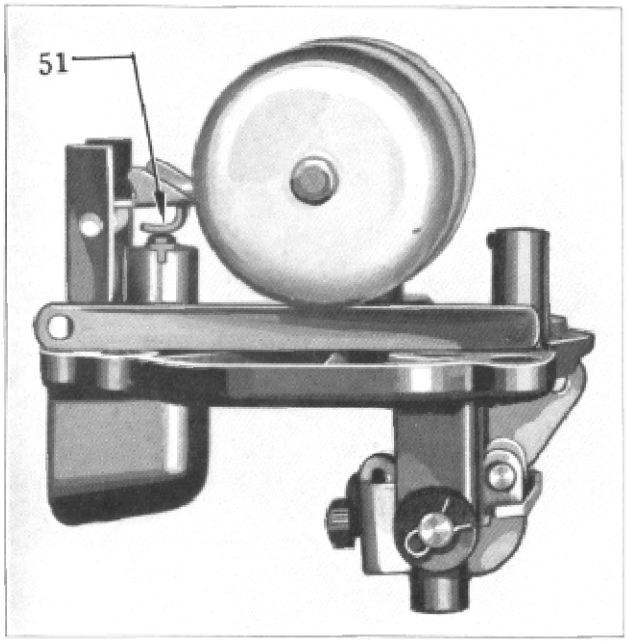

Figure 17
Set float level, using float level gauge to carburetor specifications of 15/64". (Figure 17.) Adjustment is obtained by bending the lip (51) on float which contacts needle. Do not bend on front of float in adjusting it, as damage will result. If holes in float lever for float pin are worn or out of round, or float is loaded with gas, replace. Float pin should be replaced if it shows wear.